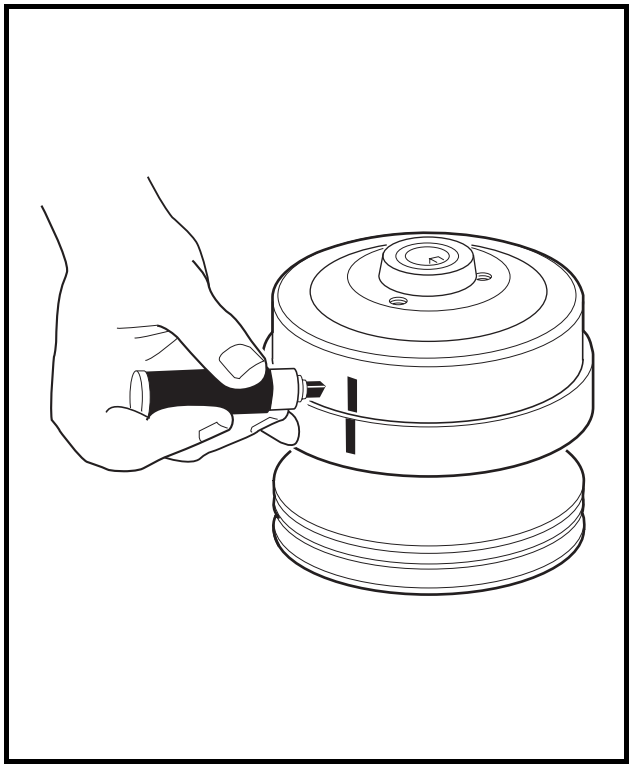

Figure 17-6 Mark Drive Clutch Hub
- **The drive clutch is balanced as an assembly. Before disassembly, make match marks on the drive clutch hub and on the moveable face assembly so they can be reassembled in the same positions (Figure 17-6, Page 17-7).**
1. Make match marks on the drive clutch hub and on the moveable face casting **(Figure 17-6, Page 17-7)**.